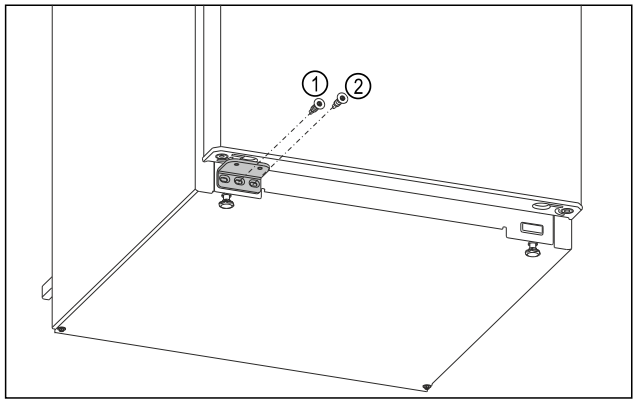

Fig. 15
▶ Înșurubați ferm șurubul din mijloc al suportului de lagăr *Fig. 15 (1)* cu șurubelnița Torx 20.
▶ Înșurubați ferm șurubul din interior al suportului de lagăr *Fig. 15 (2)* cu șurubelnița Torx 20.